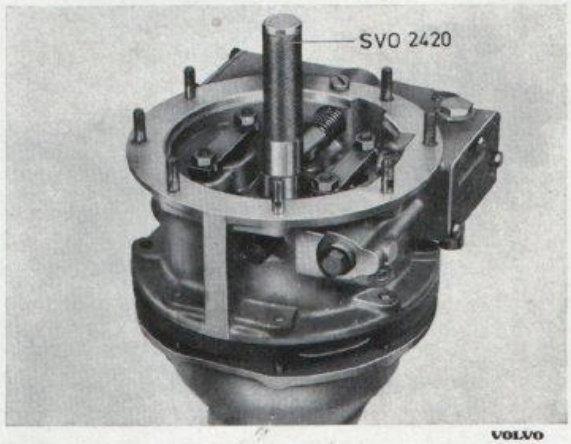

Bild 3-56. Montering av främre hushalva
8. Lägg den enligt punkt 7 sammansatta enheten på bakre hushalvan. Styr upp splinsen i planethjulshållare och frihjulsnav med dorn SVO 2420, se bild 3-56. Sätt på brickor och muttrar. Drag muttrarna litet i taget tills de är jämnt dragna runt om.